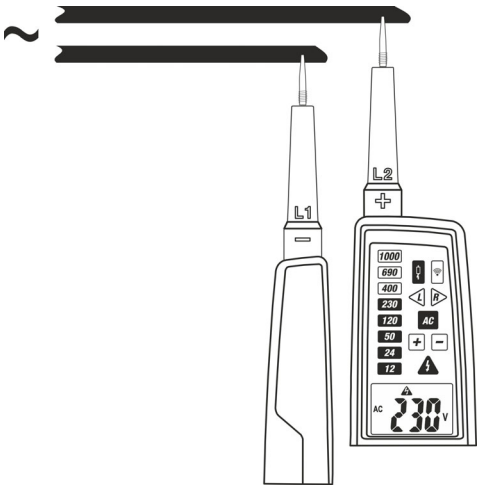

Abb. 6: Messung der AC Spannung mit niedriger Impedanz
2. Verbinden Sie die Prüfspitzen **L1** und **L2** mit der zu messenden Quelle (siehe Abb. 6). Die Messung wird **nur mit Kontakt zwischen den Prüfspitzen und den Metallteilen der Leiter** durchgeführt.